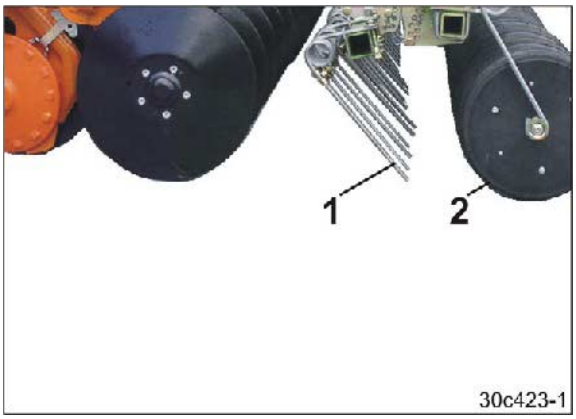

**Fig. 115**
- dents de recouvreur (Fig. 115/1),
- rouleaux de pression (Fig. 115/2).